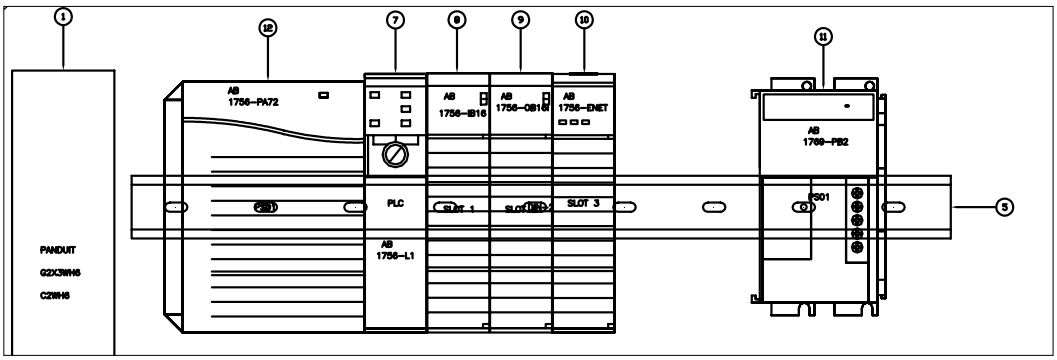
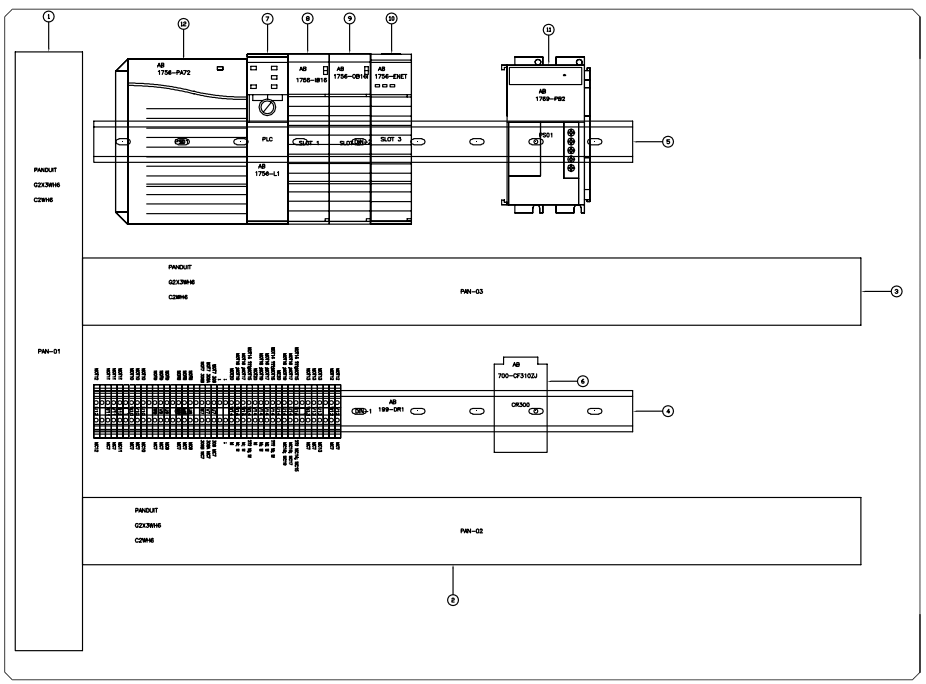

Figure P2-19 *Attributes inserted in the upper part of the panel layout drawing*
Figure P2-21 *Panel layout drawing after inserting the attributes*
10. Similarly, you need to make Xdata of the rest of the footprints visible. To do so, repeat step 1, select the remaining footprints, and then place the attributes in the footprints, as shown in Figures P2-19 and P2-20. Figure P2-21 shows the panel layout drawing after inserting the attributes.